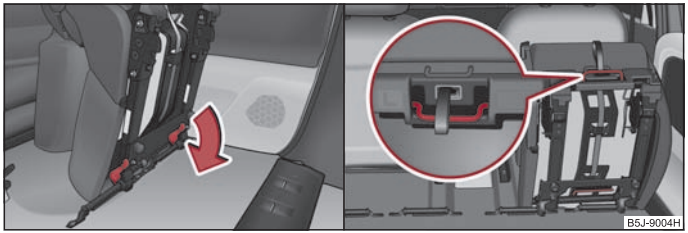

Fig. 53 Unlocking the folded forward seat / carrying handle on the seat cushion
– Unlock the folded forward seat by pressing the seat locks in the direction of arrow ⇒ fig. 53.
– Remove the seat with the carrying handle on the seat cushion ⇒ fig. 53 on the right.
- Fold the outer seat forwards ⇒ page 60 and lock it ⇒ page 60, fig. 53.